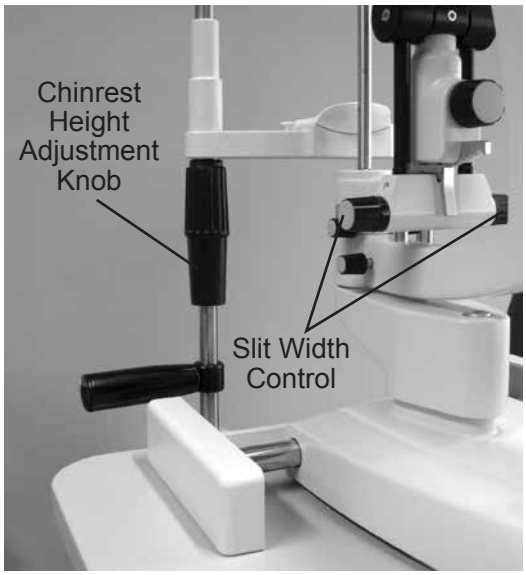

Figure IU-13 Adjust Chinrest
1. Position the patient by adjusting the chinrest height by turning the Control Knob on the post of the Headrest Assembly until the patient's canthus is in line with the canthus mark on the Headrest Post. Refer to Figures IU-13 and IU-14.